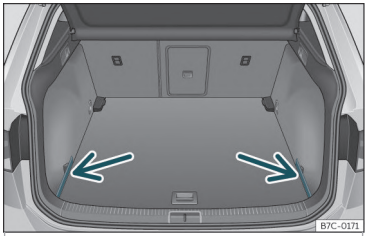

Fig. 112 În portbagaj: capace pentru depozitarea copertinei portbagajului.
- Demontați capacele din stânga și din dreapta>>> **fig. 112** .